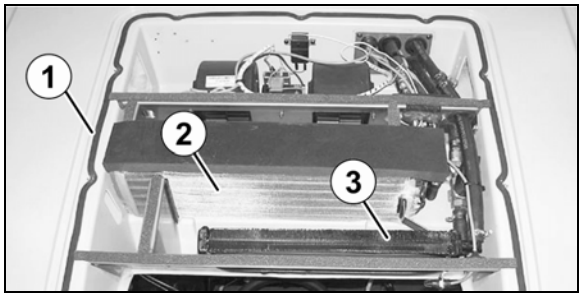

Rys. 170
2. Przedmuchać parownik (Rys. 170/2) i nagrzewnicę wodną (Rys. 170/3) sprężonym powietrzem (maks. 5 barów).
3. Wymienić uszkodzone uszczelki (Rys. 170/1) pod pokrywą.